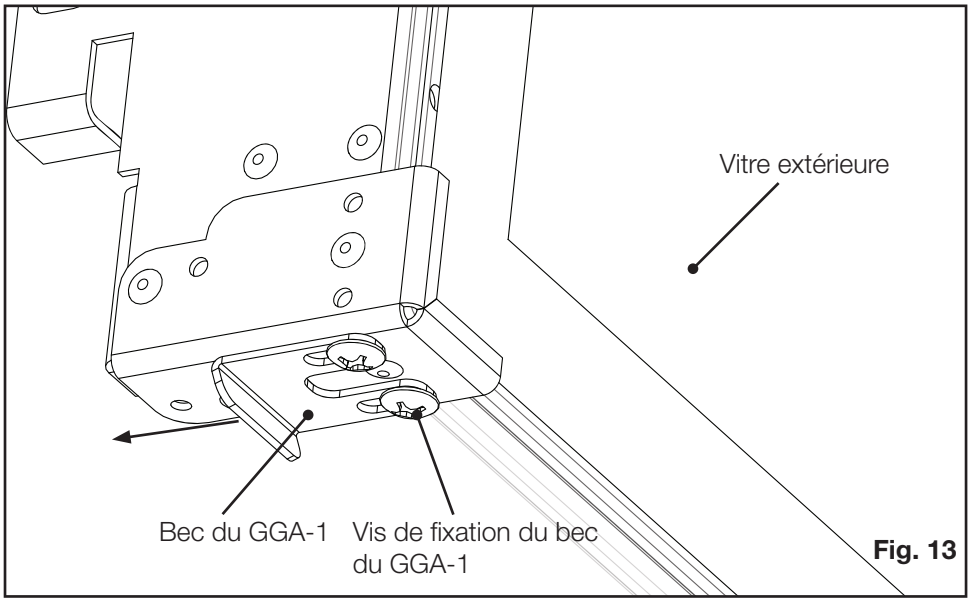

Fig. 13
10. Les becs du GGA-1 doivent être installés vers l'appareil. Il peut être nécessaire de desserrer les vis de fixation des becs au bas de chaque côté du GGA-1 et de les faire glisser jusqu'en arrière du GGA-1. Resserrez les vis de fixation **(Fig. 13)**.